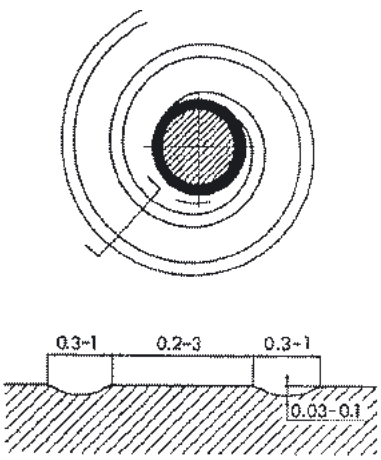

Рисунок 5
2. Выбрать направление спирали, учитывая направление вращения. При вращении кромка должна выдавливать масло изнутри наружу. Наблюдая за контактной поверхностью, спираль должна раскрываться в ту сторону, куда вращается кромка V-образного кольца (см. рисунок 5).
Для спиралей действительны следующие приблизительные величины: ширина канавки 0,3 - 1,0 мм, глубина 0,03 - 0,1 мм, подъем 0,2 - 3 мм. Подъем необходимо выбрать с учетом окружной скорости. Более высокая скорость требует меньший подъем и наоборот, см. рисунок 5. В результате насосного эффекта бывает в уплотнение подано определенное количество воздуха.